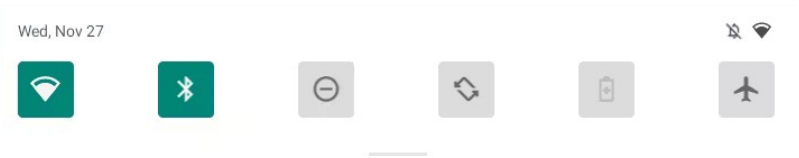

Fig. 20 Status box
1) Slide your finger down from the top of the screen, and a status box will appear, as in Fig. 20.
1) Slide down at the top of the screen to see the Wifi icon , as shown in Fig. 20;
1) Slide your finger down from the top of the screen, and a status box will appear, as in Fig. 20;